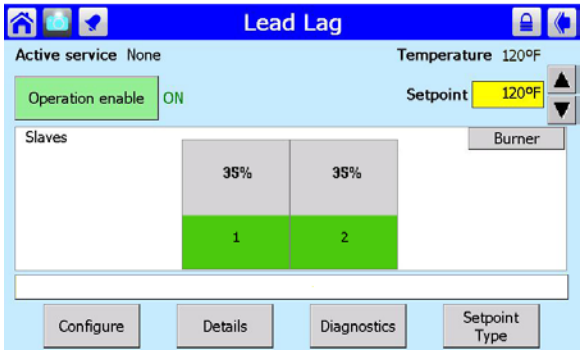

Fig. 125 – Lead/ Lag Master Screen
2. Press the Lead/ Lag Master button. Figure 125 shows the Lead/ Lag Master screen.